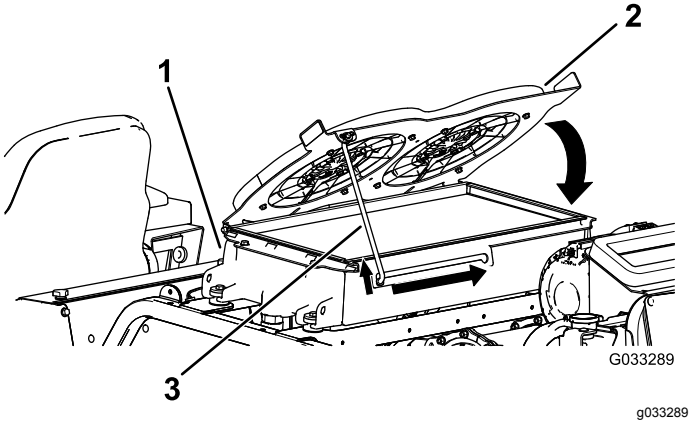

Figur 123
4. Drej hydraulikkøleventilatorerne nedad og sæt støttepinden fast i hakket (Figur 123).